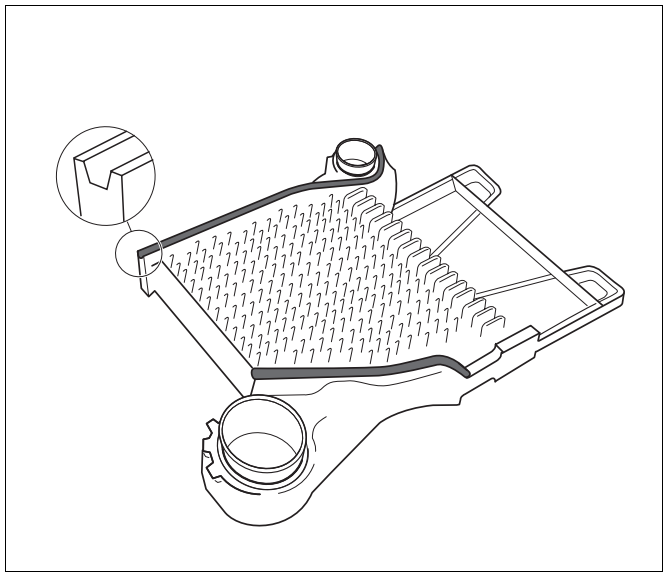

Rys. 10 Rowki uszczelniające z włożonymi sznurami uszczelniającymi
- Włożyć elastyczny sznur uszczelniający do rowków uszczelniających, rozpoczynając od górnej piasty, i lekko docisnąć (rys. 10).